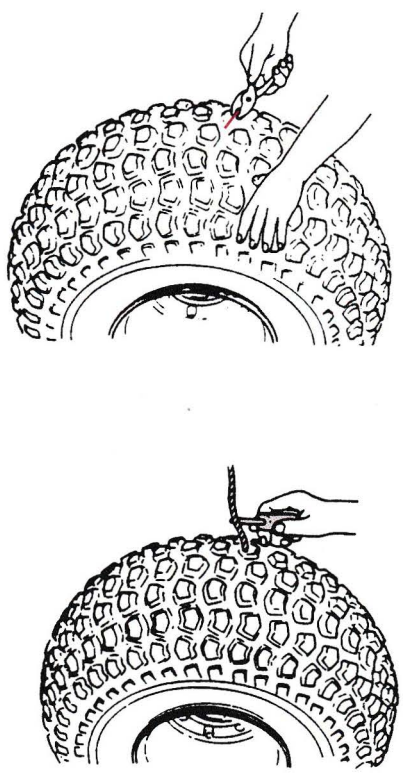

Figure 14-42. Method of plug patching a tubeless tire. (Honda Motor Co., Ltd.)
1. Check the tire for the puncturing objects. Chalk mark the punctured area and remove the object, **Figure 14-42.**